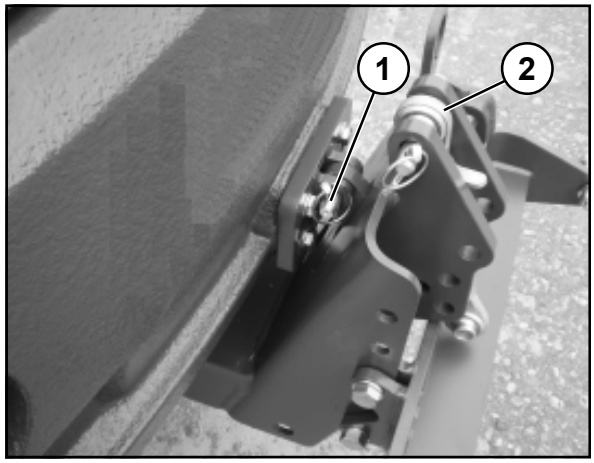

Afbeelding 6-15
(3) De achteraanbouwplaat zo op het palletvorkbord leggen en van achteren onder het onderstel verplaatsen, dat de achteraanbouwplaat met het opneempunt aan het onderstel door inschuiven van de pen (6-14/pijl) kan worden verbonden. Pen met klapsplitpen borgen.
(4) Dwarsgeleidearm (6-15/2), zoals op afbeelding 6-15 te zien, naar achteren plaatsen.
(5) De achteraanbouwplaat door in-/uitkiep- en hefbewegingen van het palletvorkbord zo positioneren, dat de pen in het opneemgat van de aanbouwplaat van de rangeer- en wegsleepkoppeling kan worden gestoken (6-15/1). Pen met klapsplitpen borgen.